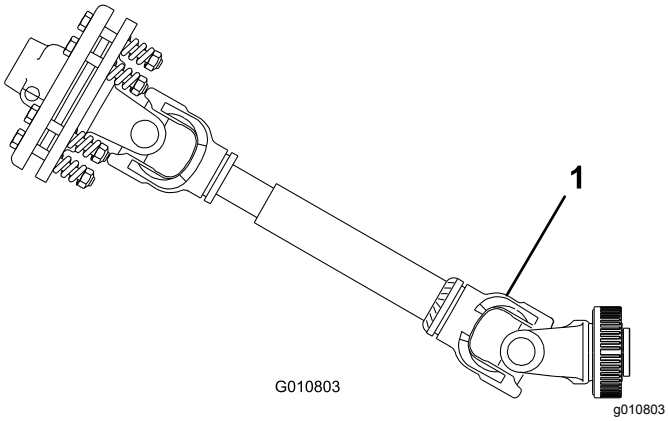

**Figur 27**
***Viktigt:*** **När kraftuttaget ansluts är det viktigt att se till att luftaren inte höjs upp mer än nödvändigt. Om maskinen höjs upp för mycket kan kraftuttagets axelleder gå av (Figur 27). Kraftuttaget får inte fortsätta att vridas när luftaren är upphöjd. Kraftuttaget kan användas med en vinkel på upp till 25°. Dess vinkel får aldrig överstiga 35° när luftaren är maximalt upphöjd.**